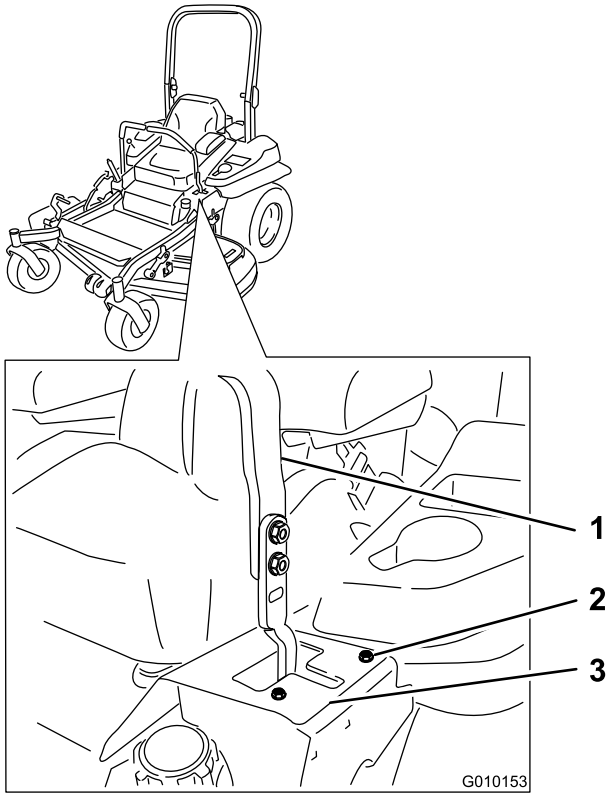

**Figure 58**
6. If it tracks to the right, loosen the bolts and adjust the left stop plate rearward on the left T-slot until the machine tracks straight (Figure 58).
7. If it tracks to the left, loosen the bolts and adjust the right stop plate rearward on the right T-slot until the machine tracks straight (Figure 58).
8. Tighten the stop plate (Figure 58).